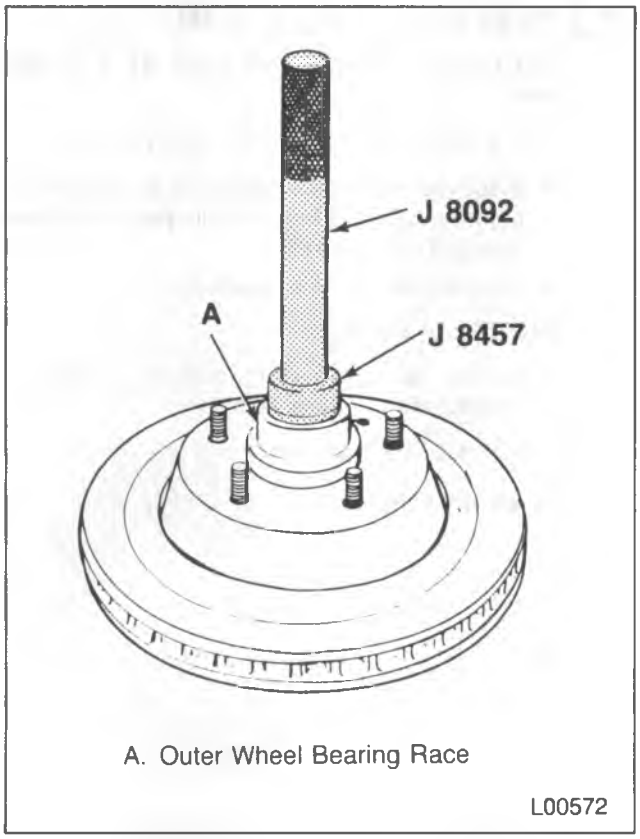

Figure 14 – Installing the Outer Wheel Bearing Race
1. Races (75 and 82) into the hub/rotor (81).
- Use J 8457 to drive the outer bearing outer race (75) into position (figure 14).